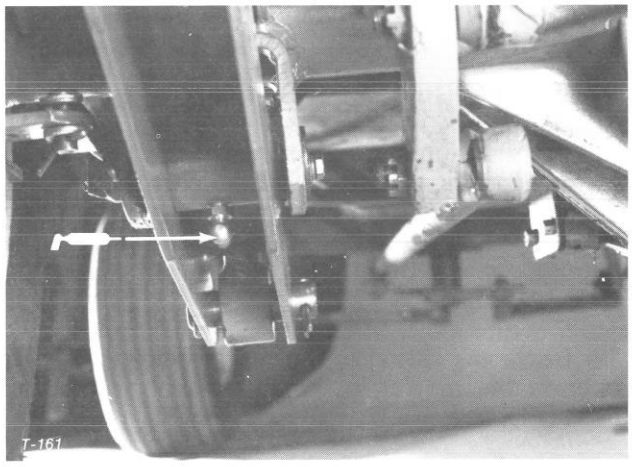

Figure 20
1. The cutting unit has bearings and bushings that must be lubricated, and these lubrication points are: caster spindle bushings (Fig. 17); castor wheel bearings (Fig. 17); blade spindle bearings (Fig. 18) and cutting unit frame pivot bushings (Fig. 20).